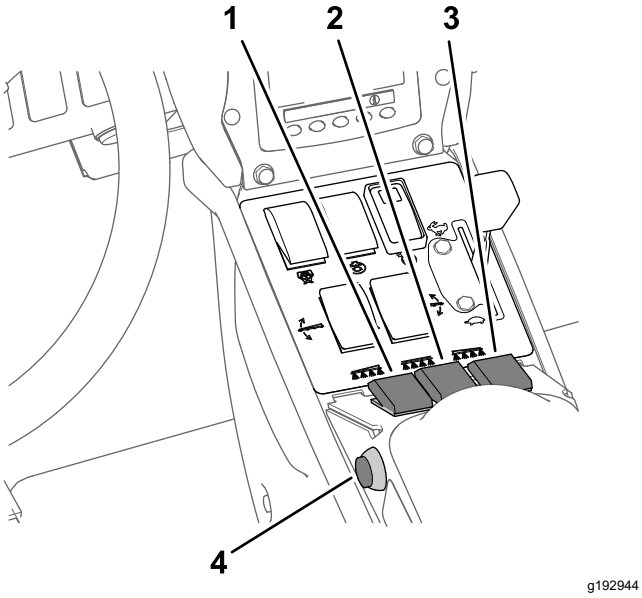

Figure 44
7. Set the spray section switch(es) to the ON position (Figure 44).
10. Drive at the desired speed and then set the master section switch to the ON position to begin spraying (Figure 44).
3. Set the master section switch to the OFF position; refer to Figure 44 in Spraying in the Application Rate Mode (page 37).
7. Set the individual section switches, as needed, to the ON position; refer to Figure 44 in Spraying in the Application Rate Mode (page 37).
9. Drive at the desired speed and then set the master section switch to the ON position to begin spraying; refer to Figure 44 in Spraying in the Application Rate Mode (page 37).